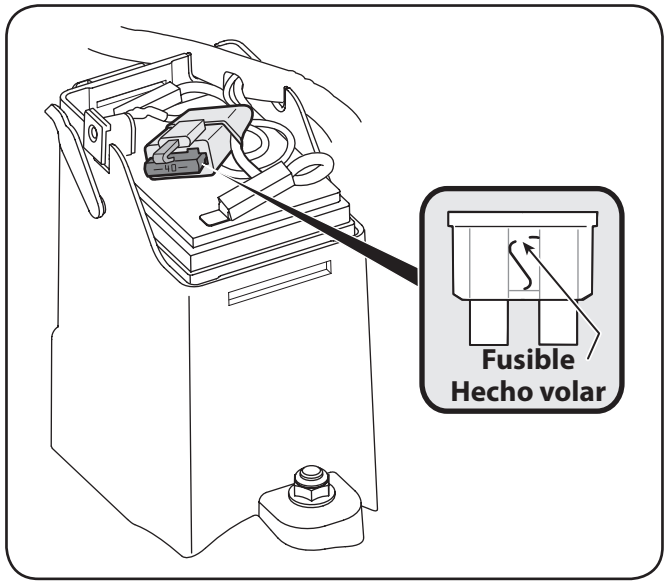

Figura 7-5
2. Retire el fusible del enchufe e inspeccione como se muestra en Figura 7-5. Si está quemado, reemplace por un fusible de automóviles estándar de 40 amperes.